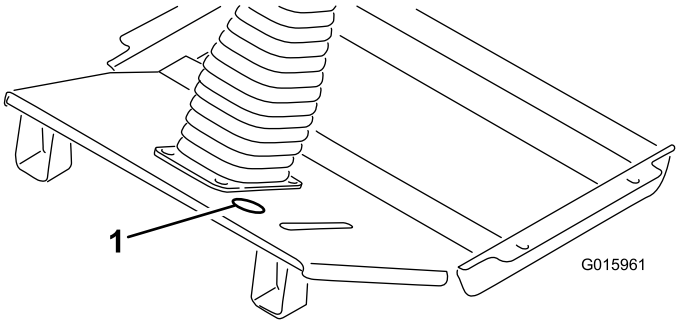

Figuur 3
1. Verwijder de plug die zich tussen het rempedaal en de stuurkolom in de vloerplaat bevindt (Figuur 3). Als de vloerplaat niet uitgerust is met een plug, ga dan naar de volgende stap om te kijken hoe u een gat moet boren.